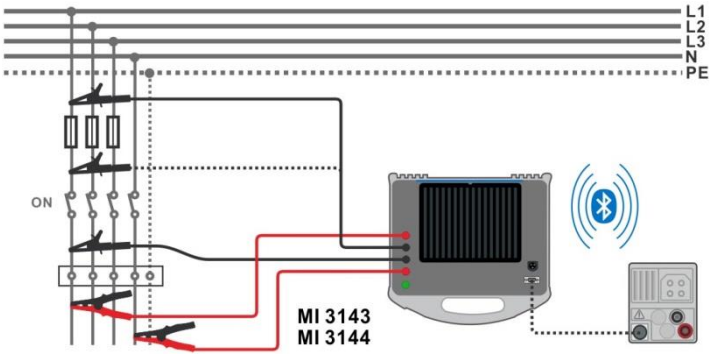

Figure 7.50: High Current resistance measurement
- Connect test leads to the object under test. See ***Figure 7.50***.